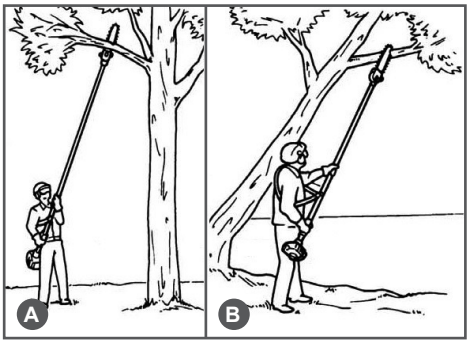

Рис. 17. Положение оператора при работе
3. При обрезке веток на вертикально стоящем дереве, рекомендуется рабочее положение высотореза под углом примерно 60º по отношению к дереву (Рис. 17А). При обрезке веток на наклонно стоящем дереве располагайтесь всегда по направлению наклона дерева (Рис.17В).